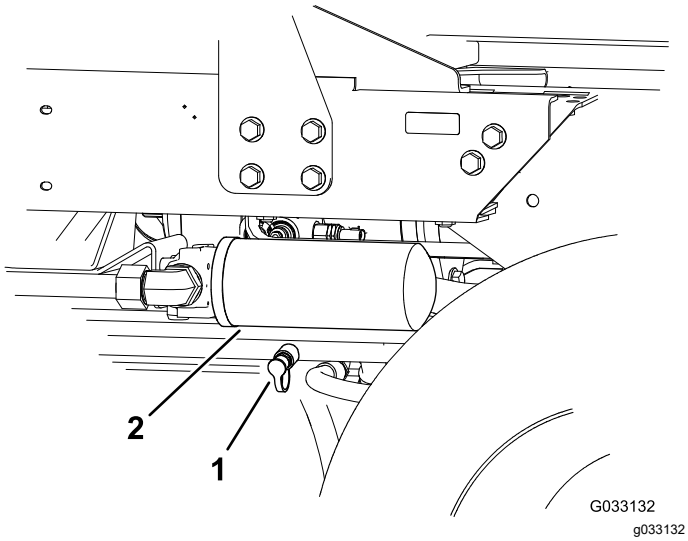

Figuur 76
2. Sluit een hydraulische slang aan tussen de diagnosefitting in het achterste tractieverdeelstuk en de druktestpoort voor tractie-achteruit (Figuur 76).